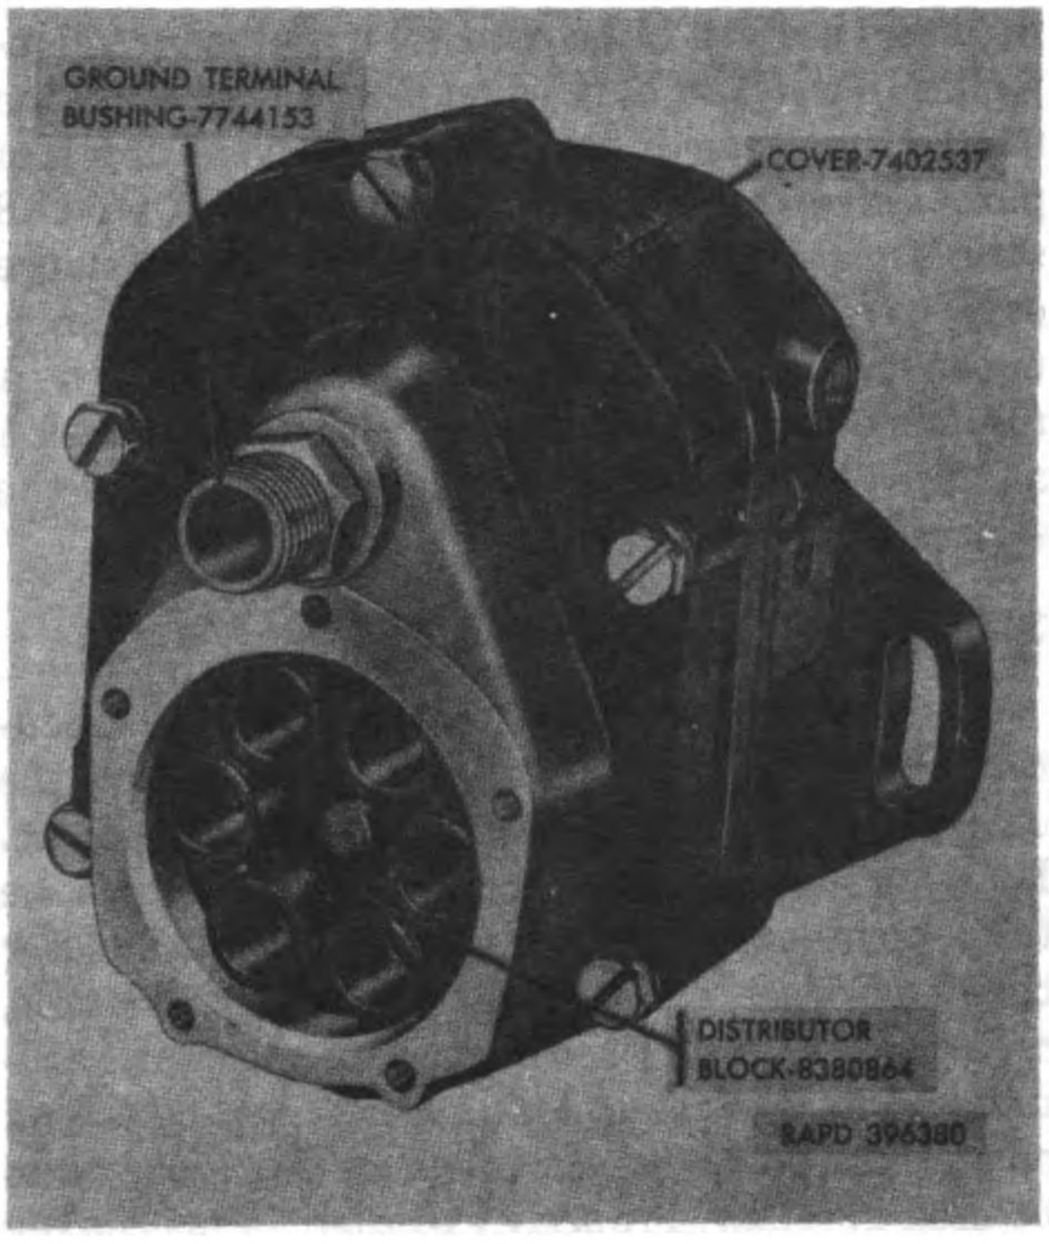

Figure 1. Type S6LN–32 magneto—assembled view.
a. The Bendix-Scintilla types S4LN–32 and S6LN–32 magnetos (figs. 1 and 2) are flange mounted, gearless, waterproof, radio shielded units. They are driven at ½-engine crankshaft speed in a counterclockwise direction as viewed from the drive end.